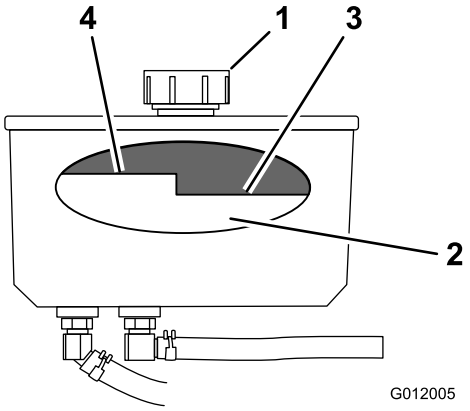

**Figuur 72**
4. Reinig het gebied rond de vulbuis en de dop van de hydraulische tank (Figuur 72).
5. Verwijder de dop van de vulbuis (Figuur 72).
**Opmerking:** Het vloeistofpeil moet onder de warm-markering op de keerplaat staan als de vloeistof warm is (Figuur 72).